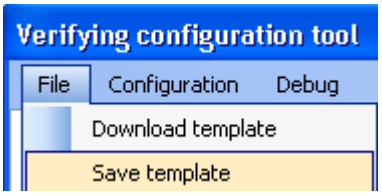

Figure 12.14-10 Save template
5. Go to the “File” menu of the control panel and select the “Save template” item (Figure 12.14-10).